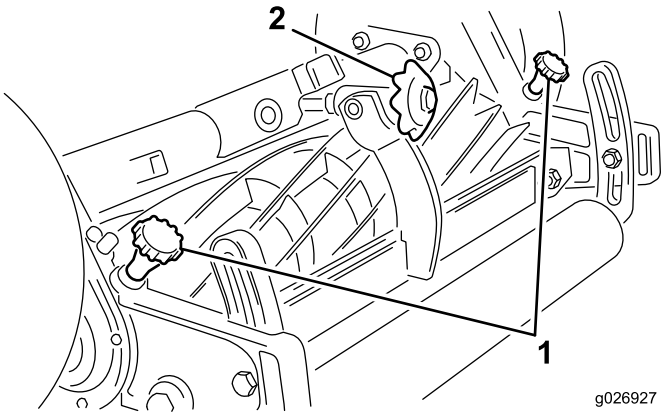

**Figure 5**
2. Make sure the throwout knobs (Figure 5) are disengaged and the bedknife to reel contact is removed by turning the bedknife adjustment knob counterclockwise.
3. Insert a long strip of newspaper between the reel blade and the bedknife. While rotating the reel backward, turn the bedknife adjusting knob (Figure 5) clockwise, one click at a time, until the paper is pinched lightly, which results in the paper being cut or a slight drag when the paper is pulled.